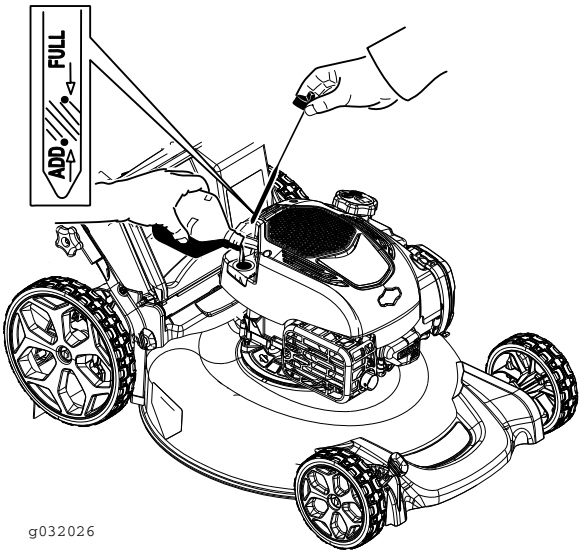

Figuur 27
12. Haal de peilstok eruit en controleer het oliepeil (Figuur 27).